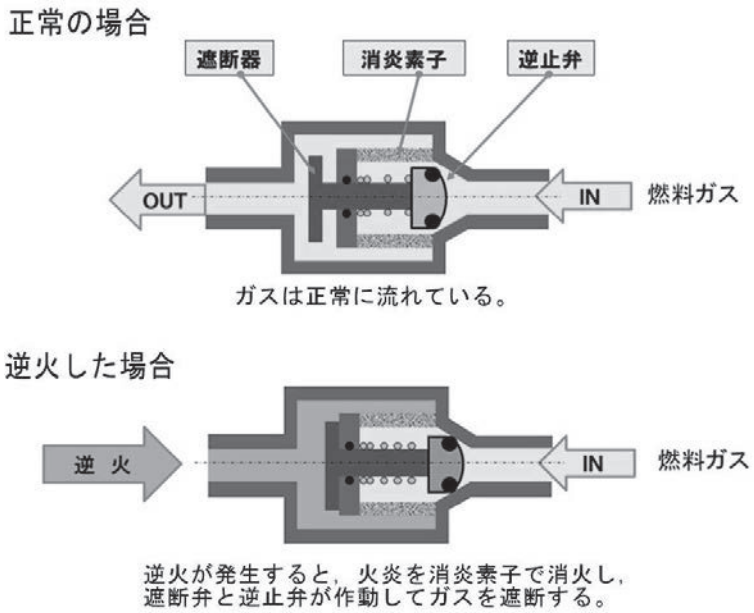

図 3.29 乾式安全器の動作 [23)]
3) 乾式安全器の動作を**図 3.29** に示す。三つの機構で火炎を抑止する。